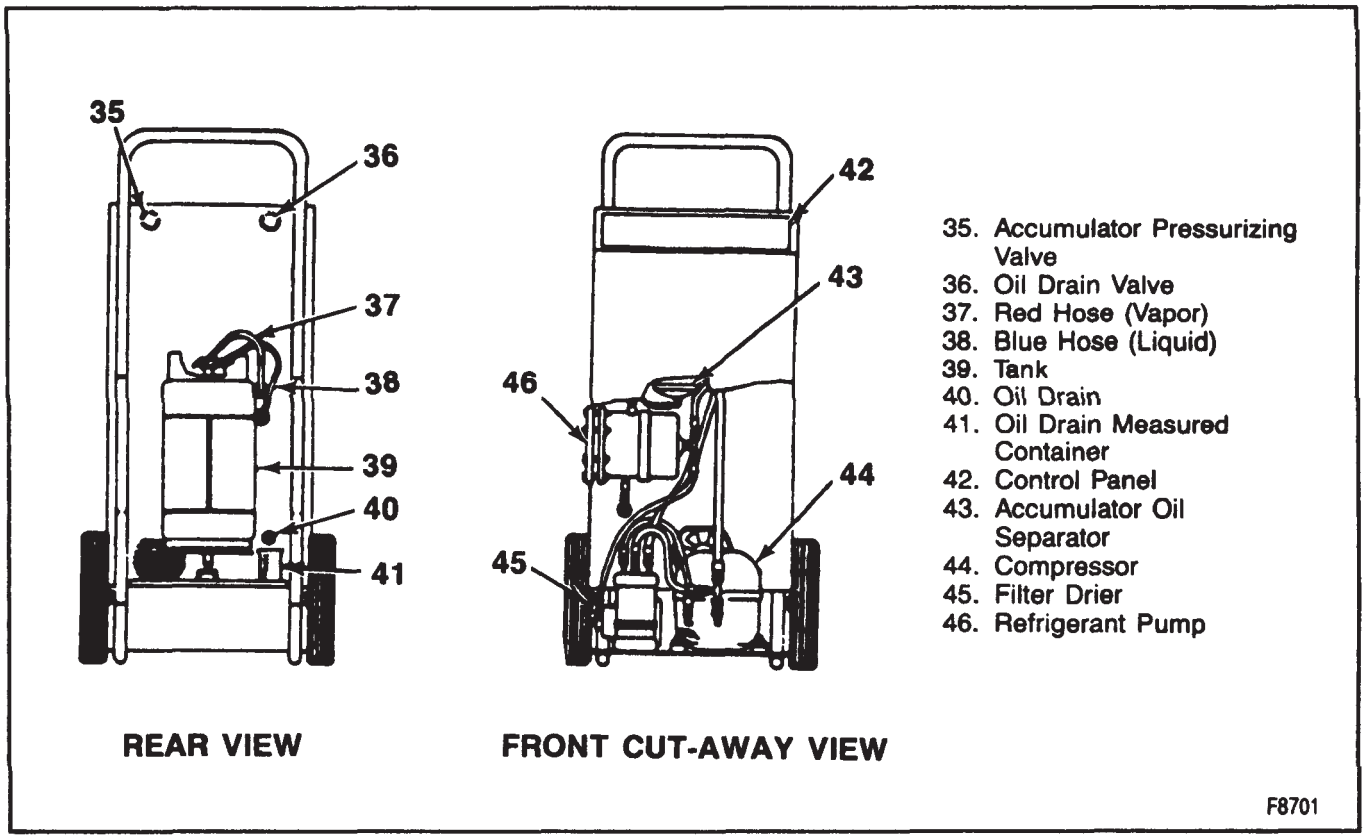

Figure 21—ACR Component Locations
1. Remove the screws holding the filter cap to the shell. Inside you will find a filter drier core bracket (attached to the cap), and a piece of cardboard separating the bracket and the filter cap (figure 21).